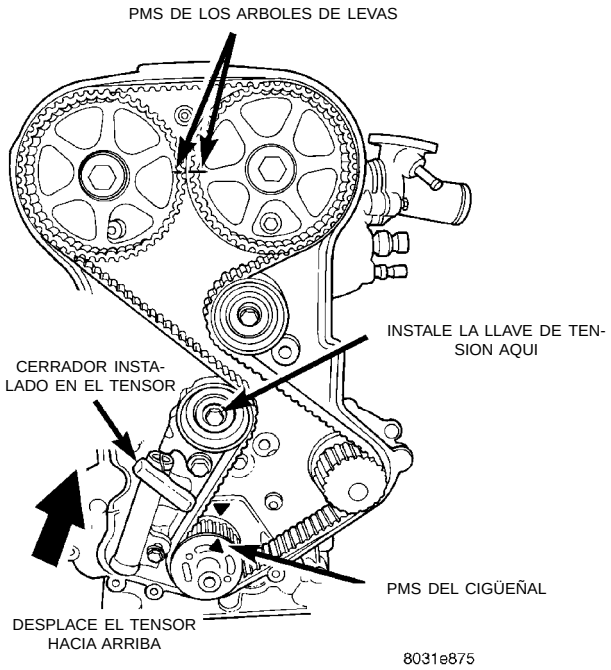
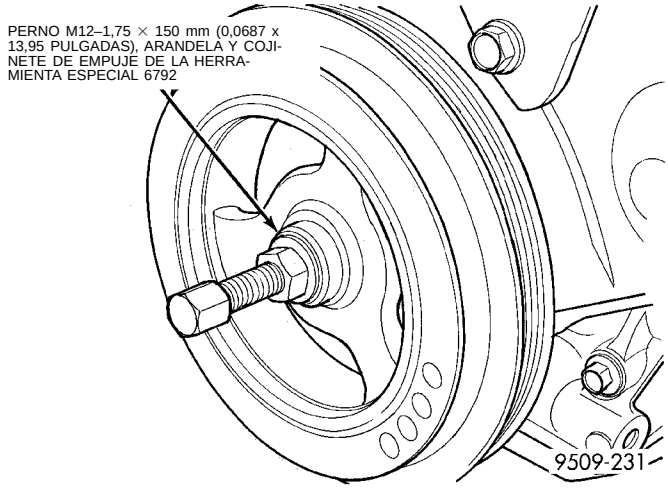

Fig. 49 Ajuste de la tensión de la correa de distribución
Fig. 50 Amortiguador del cigüeñal—Instalación
(7) Instale la correa de distribución en esta dirección. Comenzando en el cigüeñal, pásela alrededor de la rueda dentada de la bomba de agua, la polea de guía, las ruedas dentadas del árbol de levas y luego la polea tensora (Fig. 49).
(8) Mueva la rueda dentada del cigüeñal al PMS para disminuir la holgura de la correa. Instale el tensor para trabar, pero no apriete los dispositivos de fijación.
(9) Con una llave de tensión en la polea guía tensora, aplique al tensor una torsión de 28 N·m (250 lbs. pulg.) (Fig. 49).
(10) Con la torsión aplicada a la polea tensora, mueva el tensor hacia arriba contra el soporte de la polea tensora y apriete los dispositivos de fijación con una torsión de 31 N·m (275 lbs. pulg.).
(11) Tire del pasador del émbolo del tensor. La tensión es correcta cuando el pasador se puede retirar e instalar libremente.
(12) Haga girar el cigüeñal 2 revoluciones y verifique el alineamiento de las marcas de reglaje (Fig. 49).
(13) Instale la mitad delantera de la tapa de la correa de distribución.
(14) Instale la ménsula del soporte del motor.
(15) Instale el soporte derecho del motor. Consulte el procedimiento descrito en esta sección.
(16) Retire el gato de debajo del motor.
(17) Instale el amortiguador del cigüeñal, utilizando el perno M12-1,75 x 150 mm (0,0687 x 13,95 pulgadas), arandela, cojinete de empuje y tuerca de la Herramienta especial 6792. Instale el perno del amortiguador del cigüeñal y apriete con una torsión de 142 N·m (105 lbs. pie) (Fig. 50).